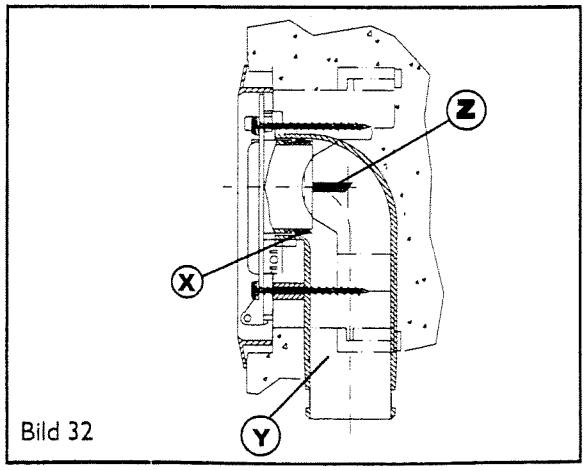

Bild 32
3. Falls die Muffe der Deckelmontage die Winkelsatzbegrenzer der Saugdose in solcher Weise berührt, dass der Rahmen sich nicht zwischen der Wand un der Deckelmontage presst, muss die Muffe der Deckelmontage gemäß dem Bild 32 folgenderweise verkürzt werden.